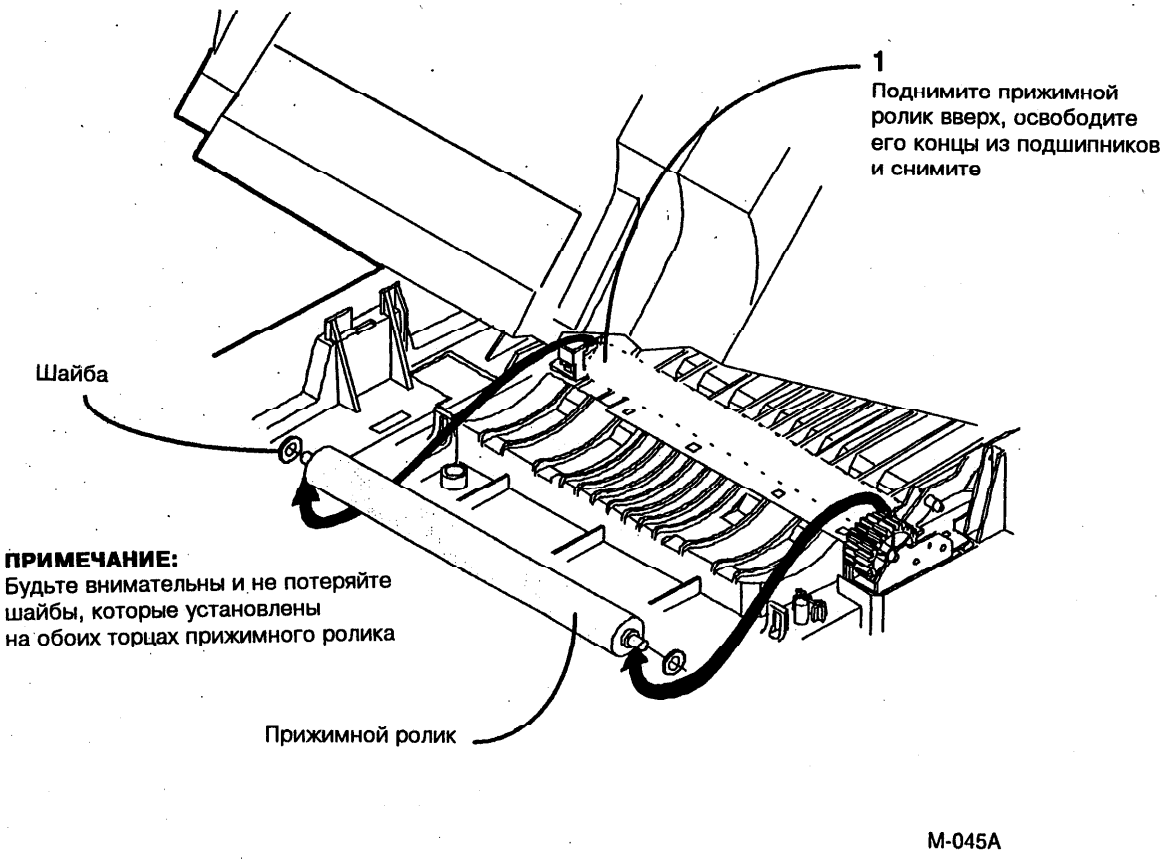

Рис. 1. Снятие прижимного ролика
2. (Рис.1): Снимите прижимной ролик.